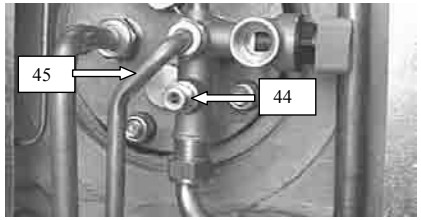

Fig. 8.4
To guarantee protection of the storage tank from corrosion, it is advisable to check periodically the magnesium anode (45 in Fig. 8.4) by an Approved Service engineer .
Чтобы гарантировать защиту накопительного бака от коррозии, рекомендуется переодически проверять магниевый анод (45 на рис.8.4). Эту работу должны выполнять специалисты Авторизованного сервисного центра.
2. Turn on the storage tank drain cock 44 in Fig. 8.4 and empty the d.h.w. tank.
2. Откройте сливной кран 44 накопительного бойлера на рис.8.4 и опорожните его.